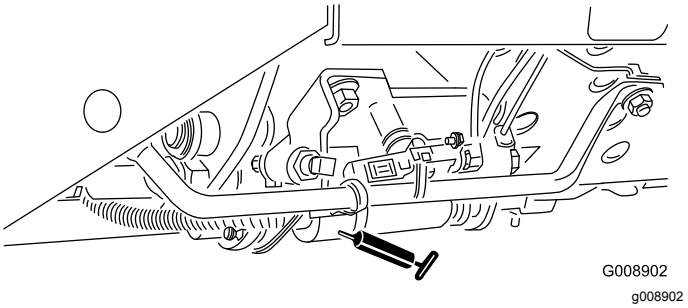

Figur 57
- Klippe/transportskyder (Figur 57)